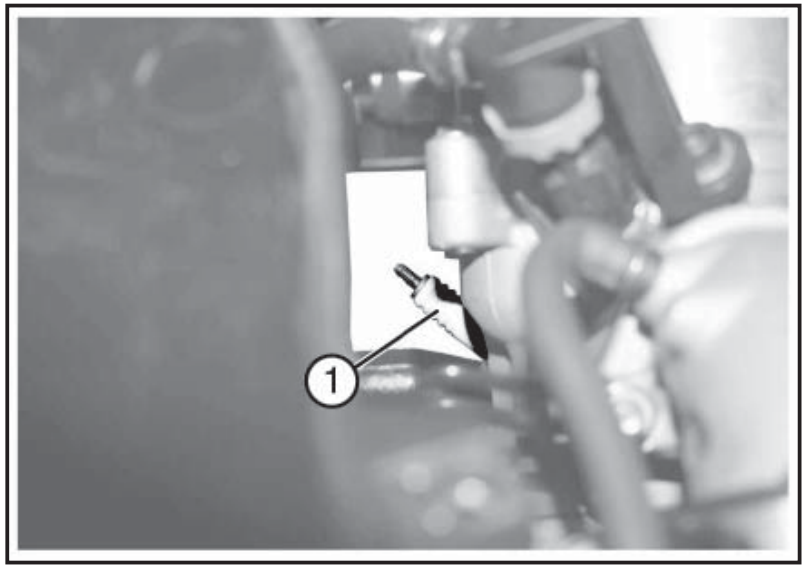

Fig. 01 *QSI0047*
- Mediante chiave a tubo svitare la candela «**1 - Fig. 01**».